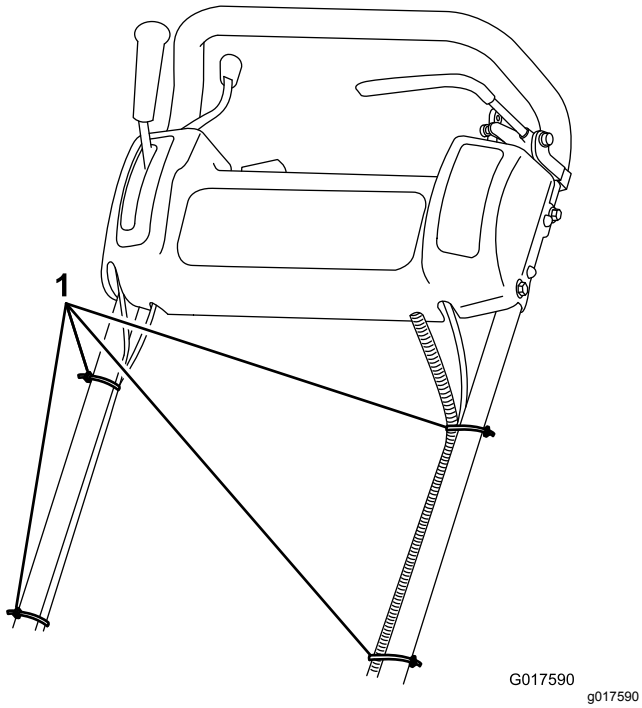

Rysunek 5
7. Zamocuj przewody i wiązkę przewodów do uchwytu za pomocą opasek kablowych (Rysunek 5).